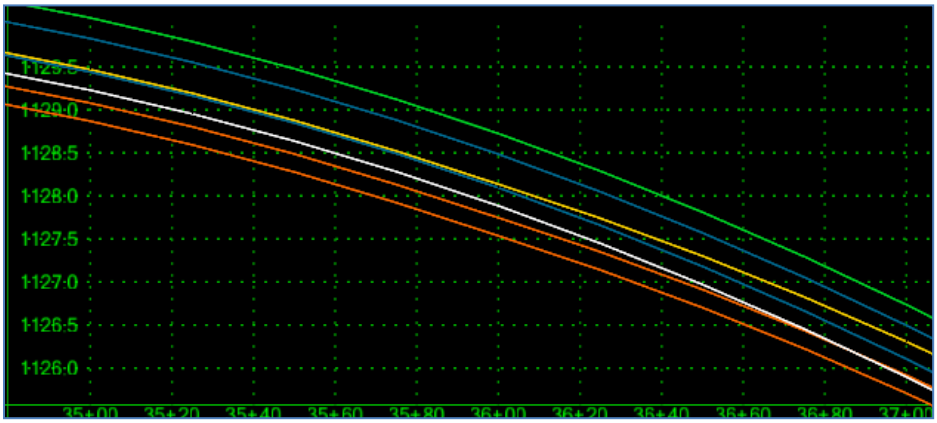

Figure L8-59 Superelevation Profile View
- **Zoom** in to any location in the Superelevation Mode Profile View to see the individual Profile Lines. Your view should be similar to that shown in *Figure L8-59*.